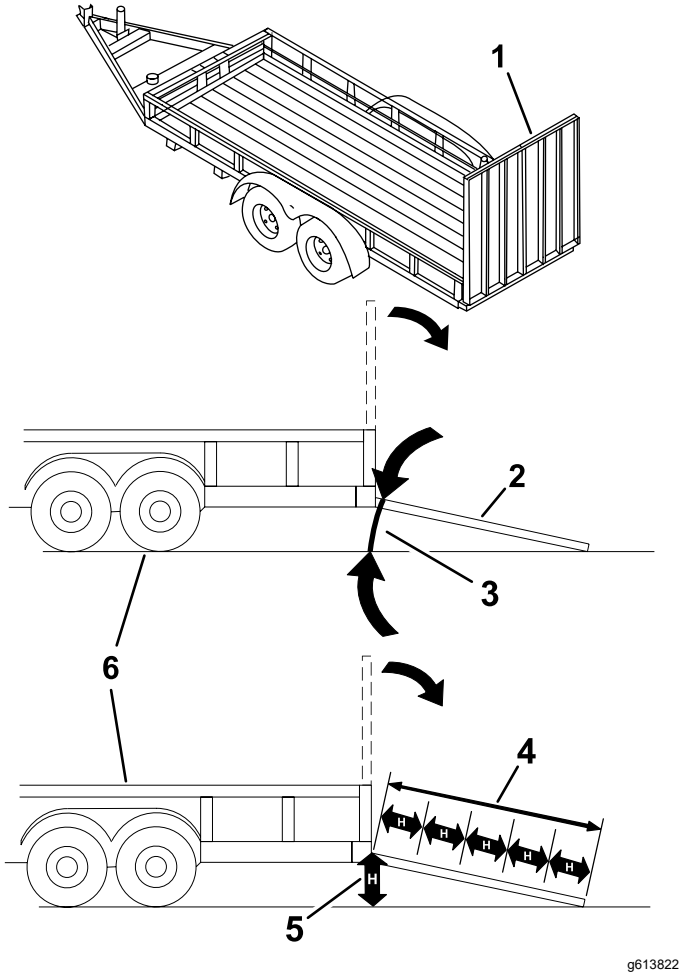

Figure 35
Le chargement de la machine sur une remorque ou un camion augmente le risque de basculement, et donc de blessures graves ou mortelles (Figure 35).
3. Abaissez la rampe (Figure 35).